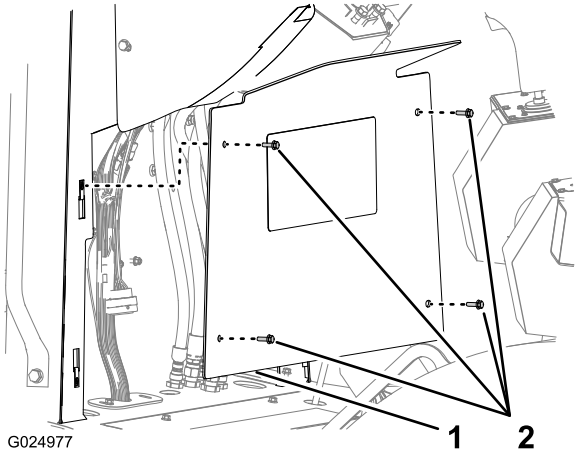

Figure 117
1. Retirez les 4 boulons à embase hexagonale (6 x 20 mm) qi fixent le panneau de console inférieur à la console, et déposez le panneau (Figure 117).
3. Alignez le panneau inférieur devant la console (Figure 117).